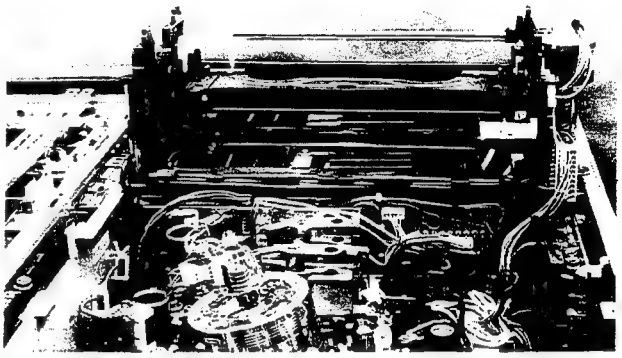

Fig. 2-6 Mechanism operation
a) Place the cassette housing upside down on the rear bracket, as shown in Fig. 2-6. Engage the connectors of the cassette housing with the cassette housing board.